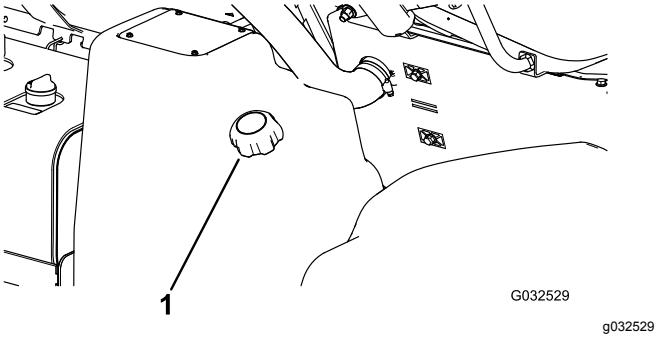

Рисунок 15
2. Очистите поверхности вокруг крышки топливного бака (Рисунок 15).